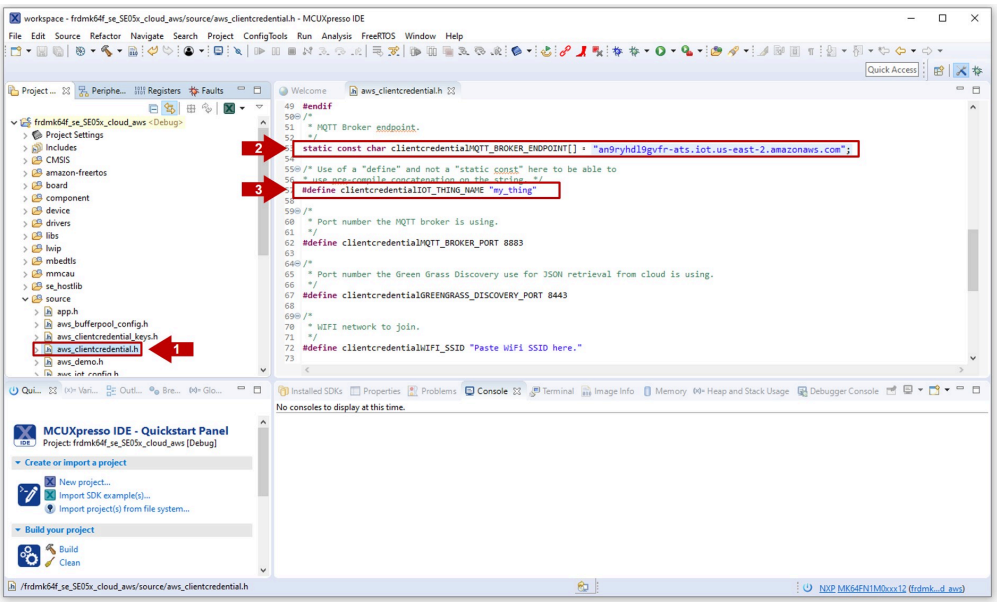
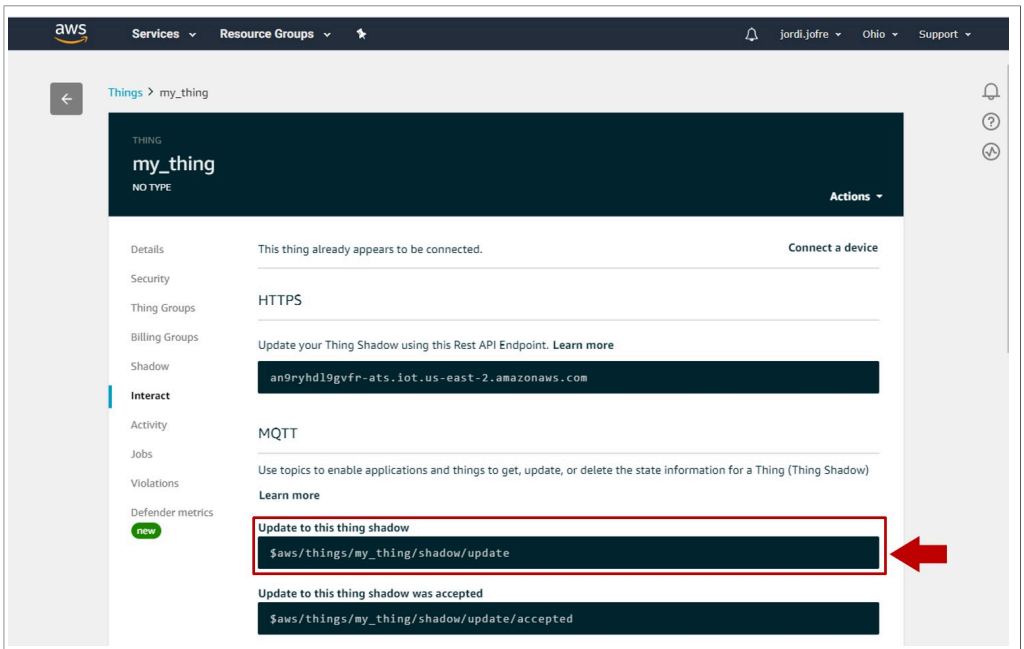

Figure 86. Set the Rest API Endpoint and thing name in your project settings
Figure 87. Find your MQTT *Update* topic
variable with the Rest API Endpoint of your AWS account obtained in the previous step, as well as you thing name as created in Section 3.3. Check Figure 86 for reference.
4. On the same **Interact** menu, you will find MQTT topics that enable applications and things to get, update, or delete the state information for an AWS thing. For instance, copy the MQTT ***update*** topic as shown in Figure 87:
5. Go to the AWS demo in your MCUXpresso workspace. Navigate to the `aws_jitr_task_lwip.c` file located in `frdmk64f_se_SE05x_cloud_aws\source` folder. Replace the `#define PUB_TOPIC` variable with the MQTT topic you obtained in Figure 86 as shown in Figure 87.